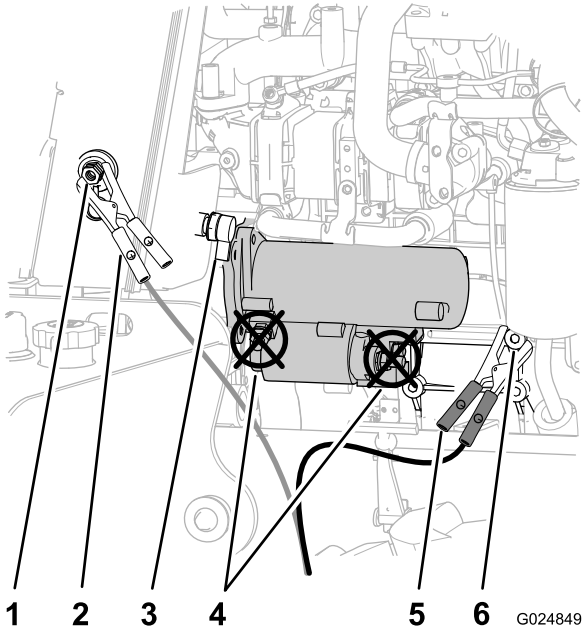

Рисунок 77
4. Снимите крышку со штыря запуска от внешнего источника (Рисунок 77).
5. Подсоедините положительный (+) соединительный кабель к положительному штырю внешнего источника (Рисунок 77).
6. Подсоедините отрицательный (-) соединительный кабель к точке заземления, такой как гайка на оси поворота для генератора (Рисунок 77).